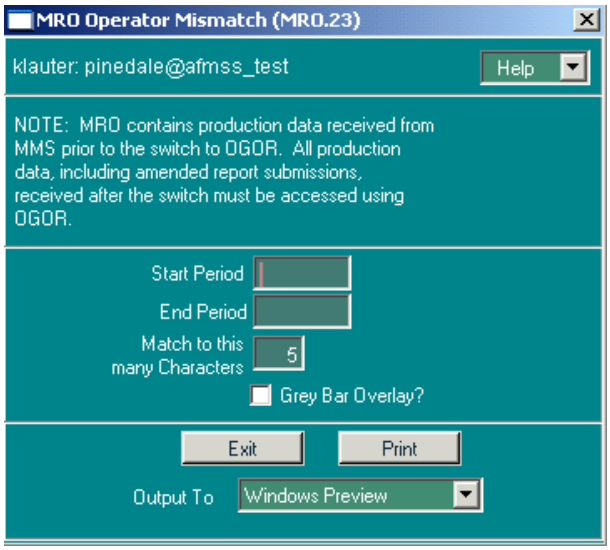

Figure 6-23: MRO Operator Mismatch (MRO.23) Window
1. From the *Non-Indian AFMSS Main Menu* select **MRO** and click **MRO Operator Name MisMatch (MRO.23)** to launch the *MRO Operator Mismatch (MRO.23)* window (Figure 6-23).